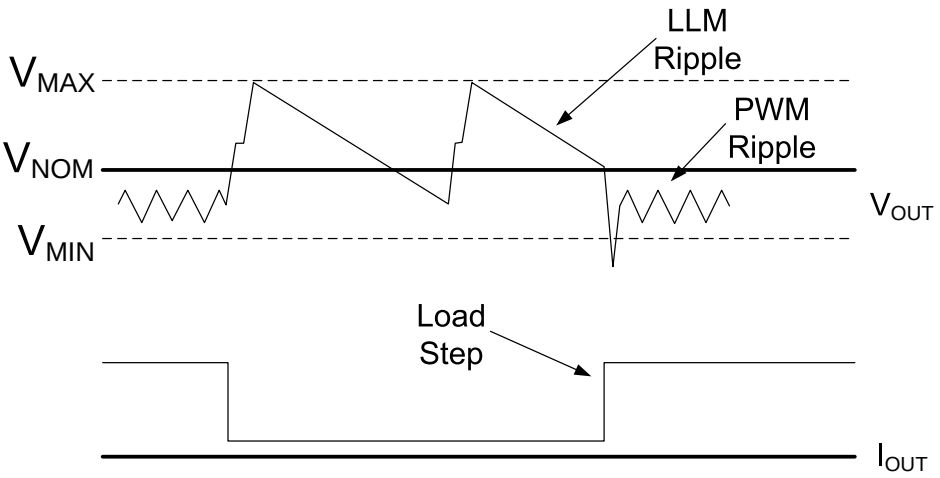

Figure 5. VOUT behavior in LLM operation
(1) Step $V_{OUT}$ up by approximately 1.0% above the nominal operating output voltage setting, $V_{NOM}$ and as low as -0.5% below $V_{NOM}$, and then
(2) Shut down unnecessary circuitry, and then
(3) Monitor $V_{OUT}$.
When $V_{OUT}$ falls below $V_{NOM}$, the device will repeat (1), (2), and (3). The voltage step up, or pre-positioning, improves transient droop when a load transient causes a transition from LLM mode to PWM mode. If a load transient occurs, causing $V_{OUT}$ to fall below the threshold $V_{MIN}$, the device will exit LLM operation and begin normal PWM operation. Figure 5 demonstrates $V_{OUT}$ behavior during transition into and out of LLM operation. Many multi-mode DC-DC converters suffer from a condition that occurs when the load current increases only slowly so that there is no load transient driving $V_{OUT}$ below the $V_{MIN}$ threshold. In this condition, the device would never exit LLM operation. This could adversely affect efficiency and cause unwanted ripple. To prevent this from occurring, the EN6347QA periodically exits LLM mode into PWM mode and measures the load current. If the load current is above the LLM threshold current, the device will remain in PWM mode. If the load current is below the LLM threshold, the device will re-enter LLM operation. There may be a small overshoot or undershoot in $V_{OUT}$ when the device exits and re-enters LLM.